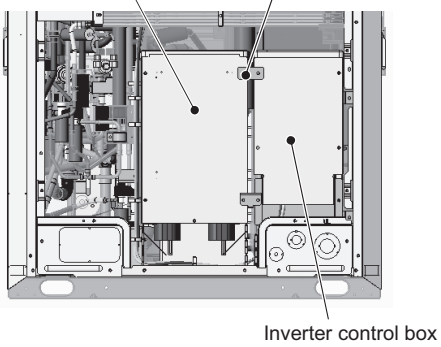

Figure 5
(5) Remove the top attachment that connects the main control box to the inverter control box by unscrewing the 2 screws. (See Figure 5.)
(6) Remove the cover from the inverter control box by unscrewing the 3 screws. (See Figure 5.)